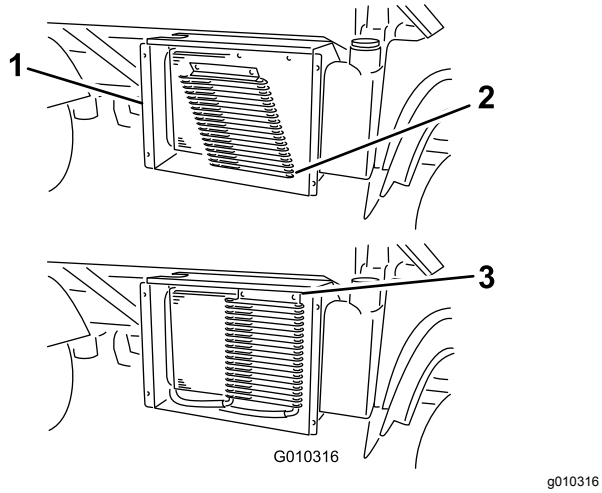

Bild 53
6. Drehen Sie die Riegel und den Ölkühler (falls vorhanden) vom Kühler weg (Bild 53).